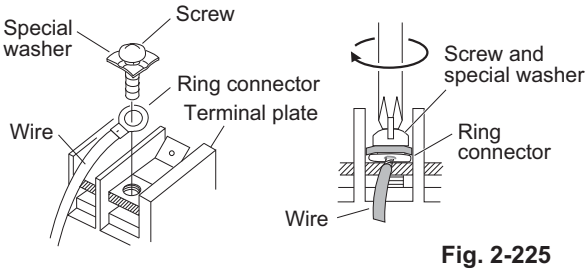

Fig. 2-225
(4) Place the ring connector wire, and replace and tighten the removed terminal screw using a screwdriver. (Fig. 2-225)